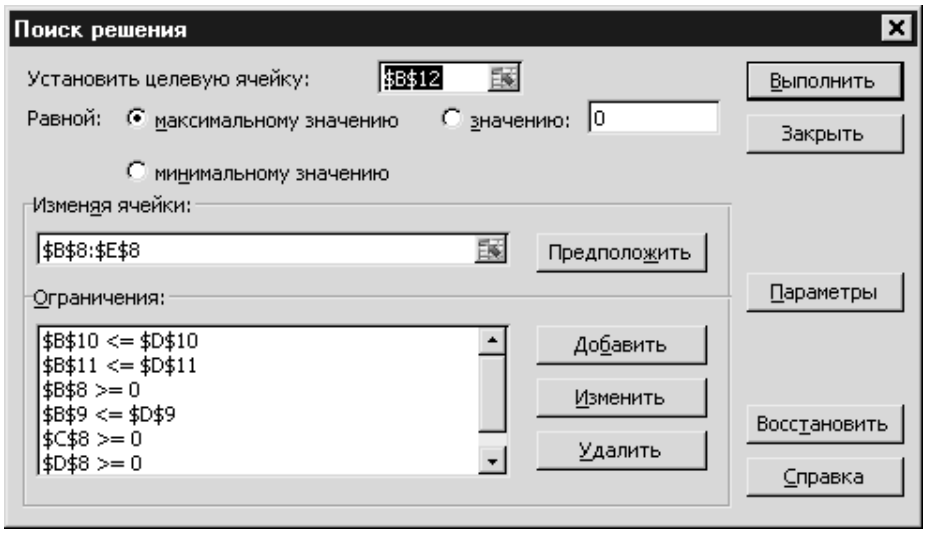

Рис. 7. Пример диалогового окна «Поиск решения»
2. *Выполните команду Сервис/Поиск решения* и появится диалоговое окно “*Поиск решения*” как показано на рис. 7.